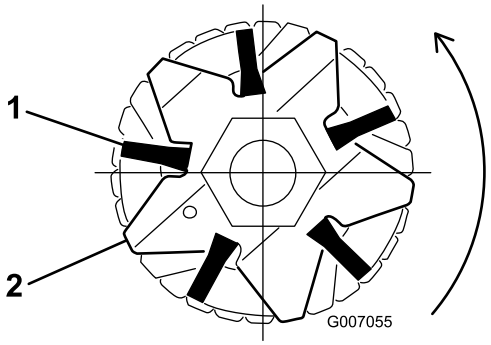
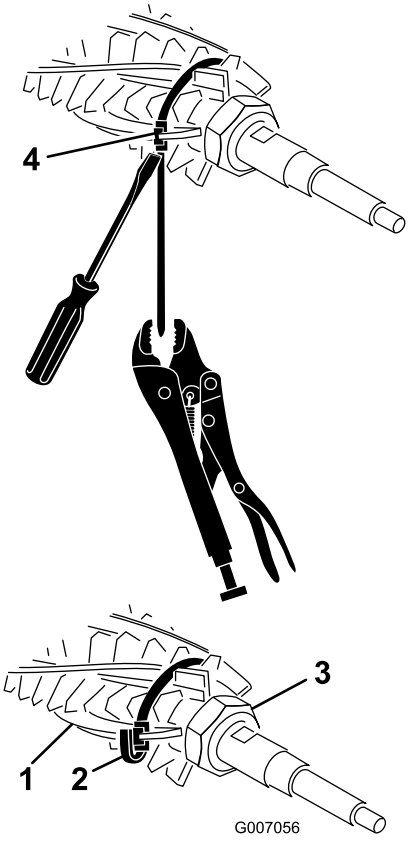

Figura 37
Figura 38
2. Verificate che le spazzole siano alloggiate nelle scanalature della lama grooming (Figura 37 e Figura 38).
3. Avvolgete le cinghie, senza tenderle, attorno all'albero del cilindro grooming e alle spazzole, come mostrato in Figura 38, inserendole nella scanalatura di queste ultime Figura 37 Posizionate le spazzole in modo che le cinghie siano situate tra le seguenti lame 1-2, 14-15, 28-29 e 41-42.
Nota: In caso di errato alloggiamento delle spazzole nelle scanalature della lama, allentate i dati di fissaggio della lama grooming a ogni estremità dell'albero, posizionate correttamente le spazzole nelle scanalature della lama e serrate i dati di fissaggio della lama grooming (Figura 38).
4. Spingete il cacciavite sulla fibbia della cinghia, afferrando contemporaneamente la cinghia con una pinza di tenuta a morsetto e tirate le cinghie con decisione fino a inserirle nelle scanalature della spazzola (Figura 38).
3. Dado di fissaggio (2)
5. Rifilate la cinghia a circa 1/4 di pollice dalla fibbia e piegate la cinghia in eccesso sulla fibbia stessa (Figura 38)